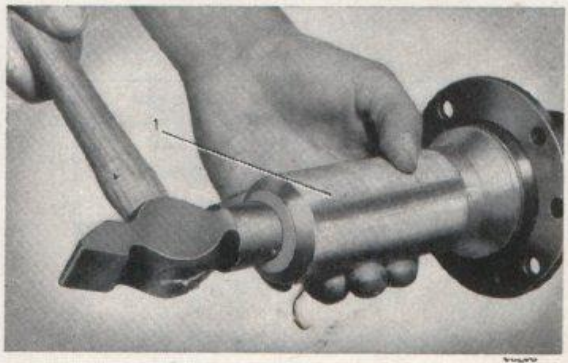

Bild 5-30. Mont. av lagerring
3. Packa in lagren med värmebeständigt fett. För in drivaxlarna i bakaxelkåpan. Driv in lagrens ytterringar med monteringshylsa SVO 2205, se bild 5-30.